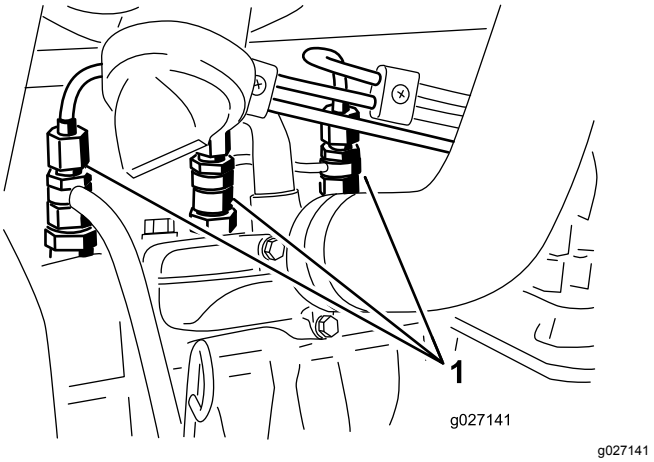

**Figur 57**
1. Løsne rørforbindelsen til injektormunnstykke nr. 1 og holderen ved innsprøytingspumpen (Figur 57).